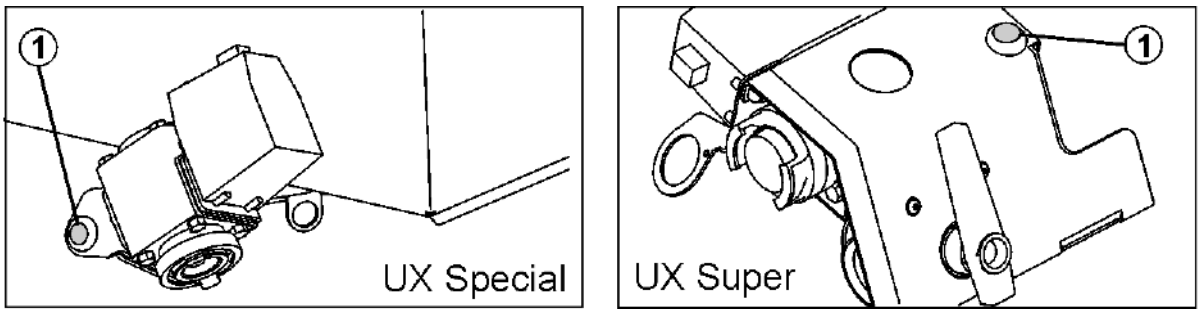

Fig. 70
3. Πατήστε το πλήκτρο στο πεδίο χειρισμού (Fig. 70/1).